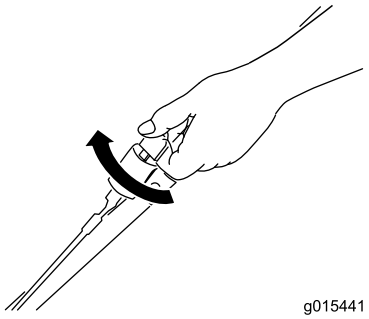
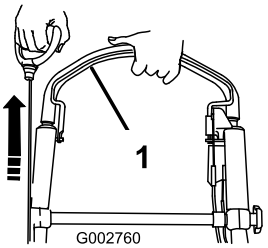

Figure 18
Figure 19
2. Turn the ignition key (Figure 18) or pull recoil start handle (Figure 19).